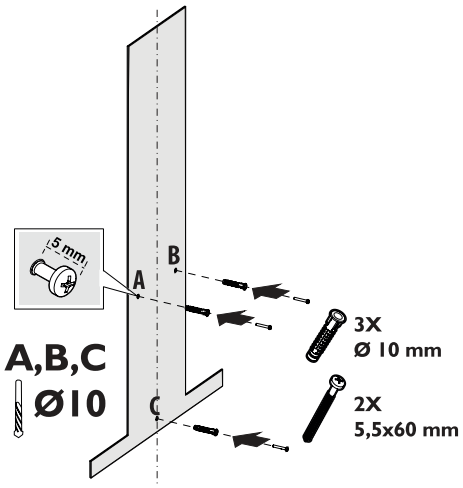

Abb. 9
- Zeichnen Sie eine Mittellinie senkrecht zur Wand von der Decke bis zur Unterkante der Dunstabzugshaube (Abb. 9).
- Bringen Sie die Montageschablone an der Montagefläche an und markieren Sie die Punkte A, B, C. Bohren Sie die markierten Punkte A, B, C mit einem 10mm-Bohrer (Abb. 9).
- Setzen Sie die im Zubehör enthaltenen Ø10mm Kunststoffdübel an den Punkten A, B, C ein (Abb. 9).
Stecken Sie die 5,5 x 60 mm Schrauben in die Dübel A und B. Lassen Sie einen Abstand von 5 mm zwischen dem Schraubenkopf und der Wand (Abb. 9).